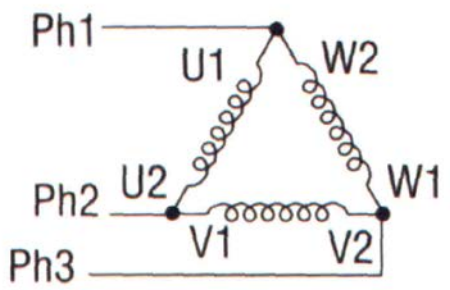

fig. 6
- Si la tension du réseau qui correspond à la tension nécessaire est la tension composée, le raccordement des bobinages se présente suivant la Fig. 6.